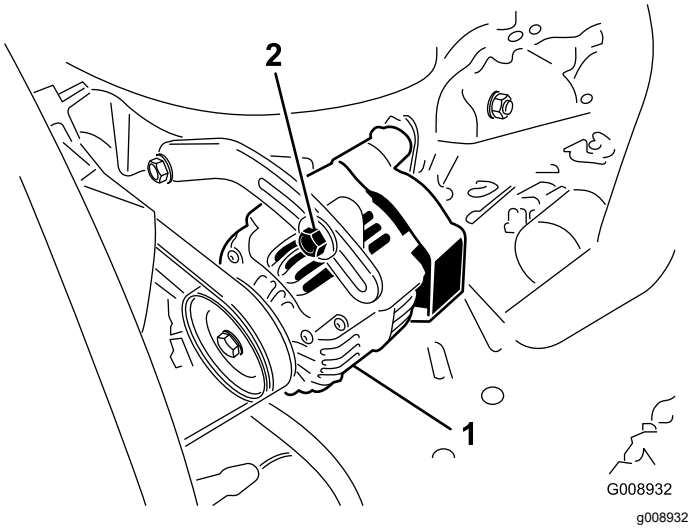

Figur 116
Kontroller remmenes tilstand og spenning (Figur 116) etter hver 100. driftstime.
3. Hvis du ikke kan trykke den ned 10 mm, løsner du monteringsboltene for generatoren (Figur 116).